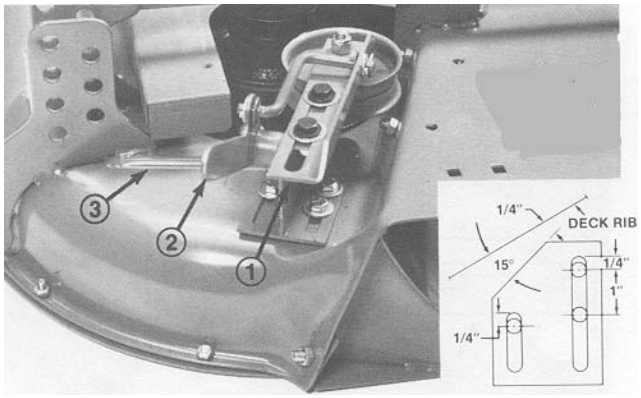

Figure 13
1. Position idler assembly on deck; see Fig. 13.
2. Using dimensions shown in Fig. 13, Inset, locate, mark and drill (3) 3/8" dia. holes in deck.
3. Engage idler lever (toward belt) and slide idler pulley firmly into blower belt. To provide for future adjustment, there should be at least 1/4" clearance between front of idler mounting bracket and raised rib in deck (Fig. 13, inset.) Mounting bracket should be positioned on flat part of deck. Make sure idler pulley clears spindle pulley and blower and idler lever clears carrier frame when in the engaged position. Mounting bracket should be at approximately 15° to deck rib (Fig. 13, inset).